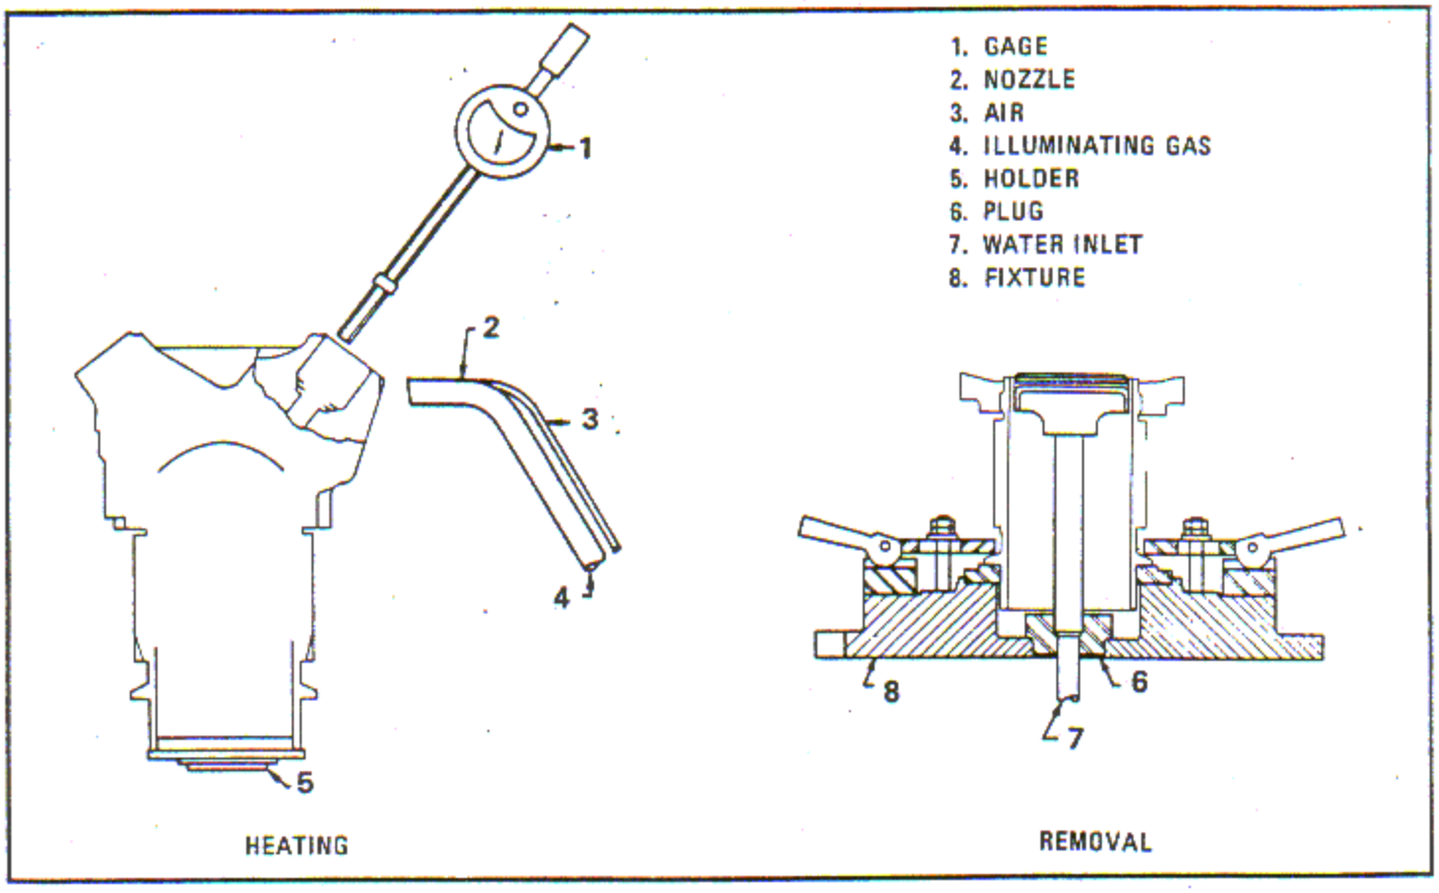

Figure 6-125. Cylinder Head Heating and Removal
a. Place cylinder assembly on holder (5, figure 6-125) locating on the cylinder skirt diameter and against the flange face.
b. Using nozzle (2), heat the cylinder head assembly by applying the flame through the exhaust port and to the cylinder dome and surrounding area. Move the nozzle at frequent intervals to prevent overheating and subsequent damage.